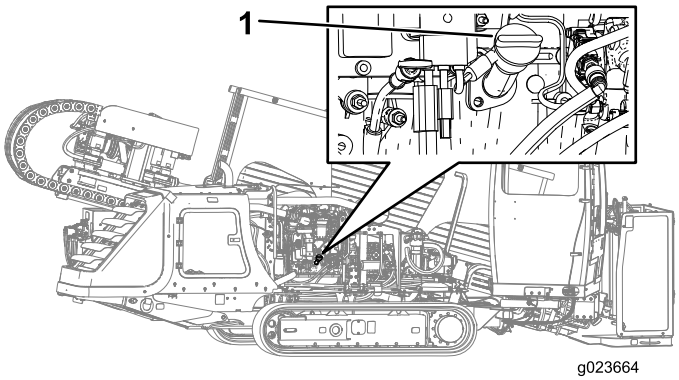

Rysunek 89
A. Zdjąć korek wlewu (Rysunek 89) i dolać tyle oleju, aby osiągnął on znak maximum. **Nie dolewać zbyt dużo oleju.**